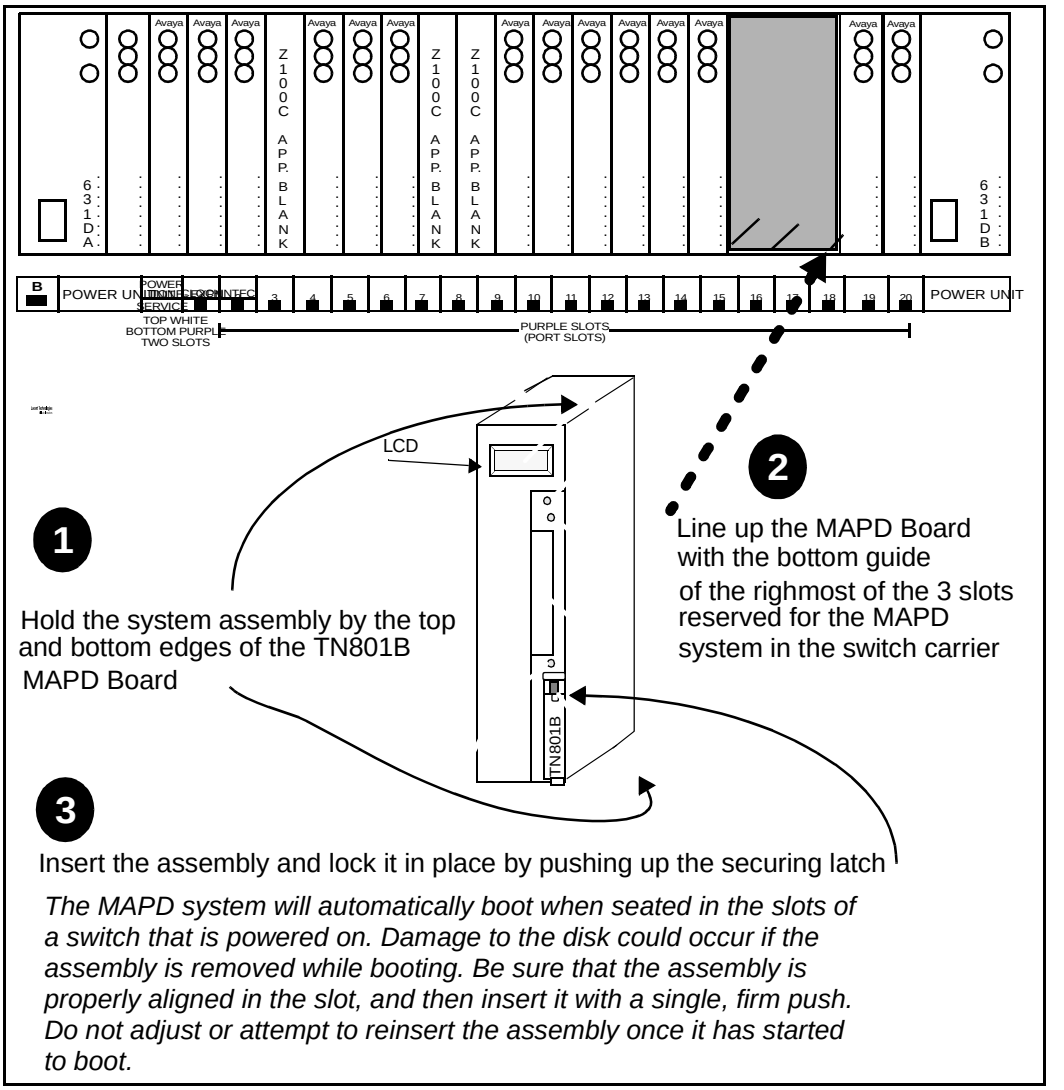

Figure 2-9. Installing the TN801B in a DEFINITY ECS (AC)
4. Insert the system assembly (see Figure 2-9) into the switch cabinet as follows: